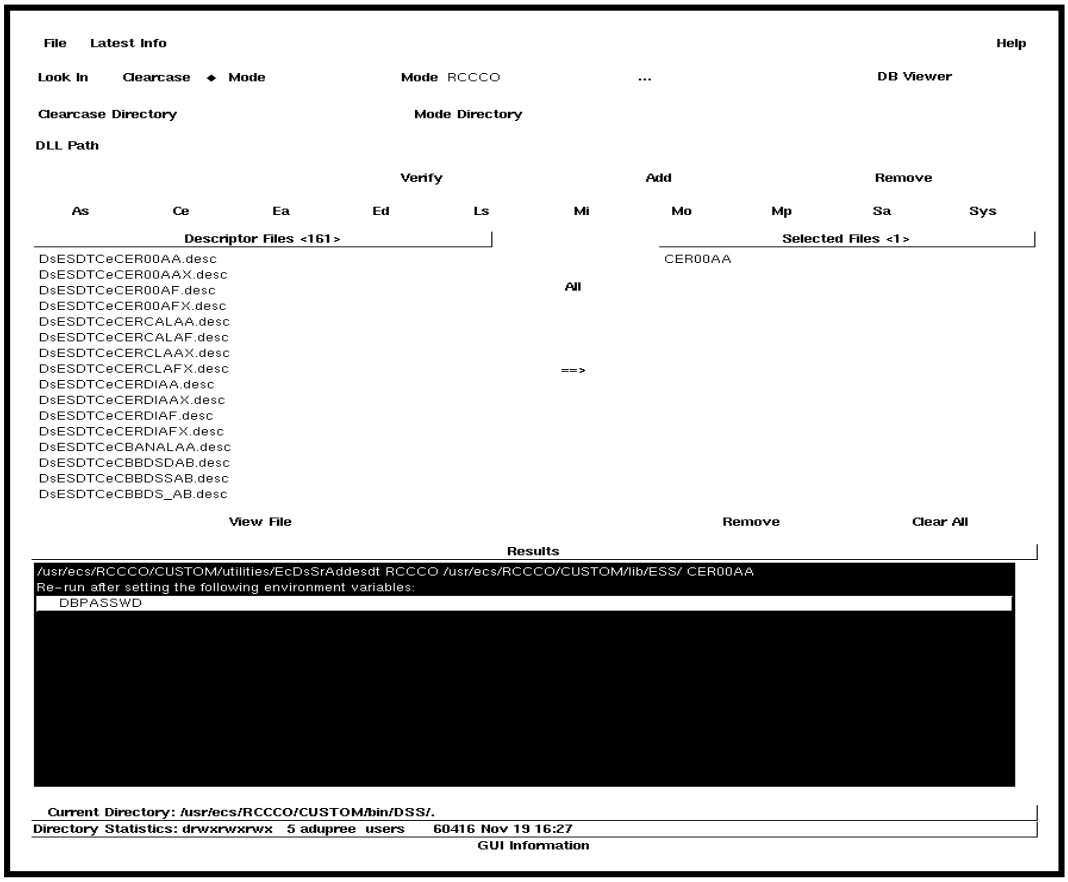

Figure 20. ESDT Manager GUI
- The ESDT Manager GUI will be invoked see Figure 20.
- The ESDT Manager GUI will be invoked as shown in Figure 20